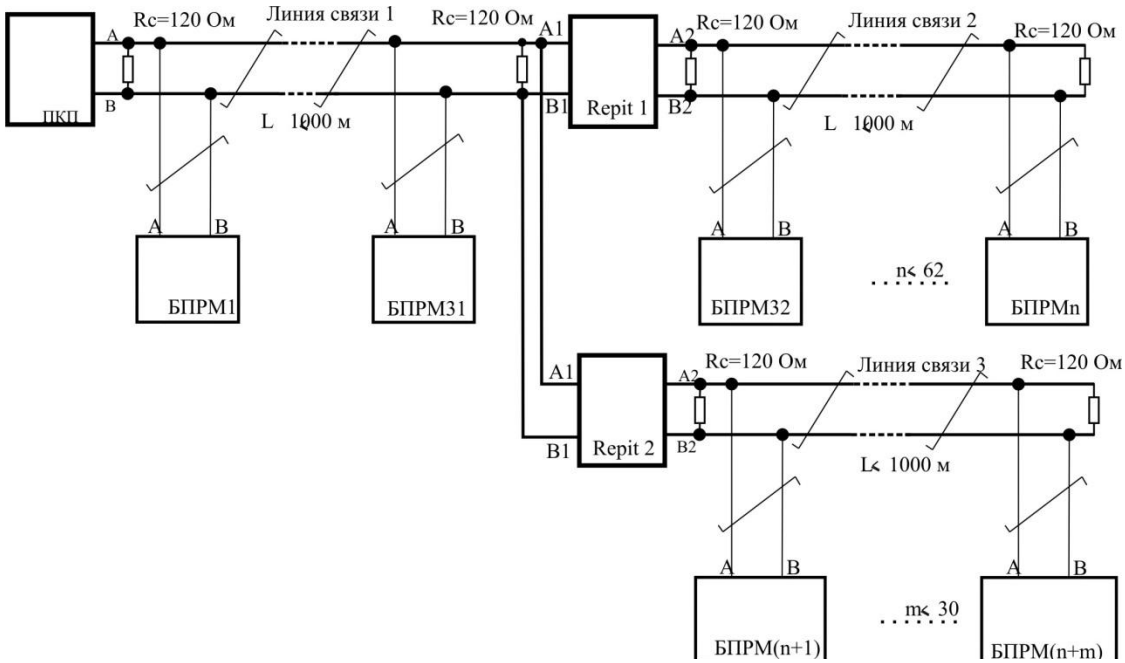

Рис. 4.13
4.14.4 Допускается проводить многократное усиление сигнала, используя несколько репитеров* (см. рис. 4.13), при этом репитеры должны обладать достаточным быстродействием.
4.14.5 Репитеры имеют возможность объединения друг с другом* для получения сети топологии "звезда", при этом необходимо осуществить гальваническую развязку между лучами звезды (рис. 4.13), используя соответствующие репитеры.